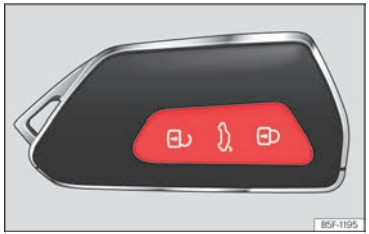

Fig. 75 Llave por control remoto: teclas.
• Bloquear: pulse el botón ››› **fig. 75**.